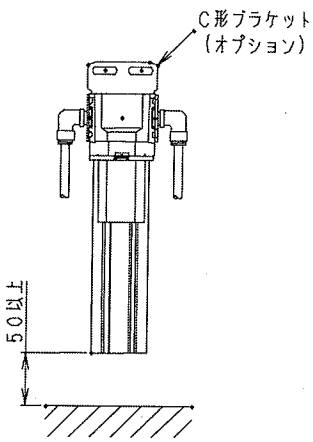

図 3
1) オプションの C 形ブラケットを使用することにより、本体をパネル等に直接取付けることができます。この場合は本体に C 形ブラケットを差し込んだあとで配管を行ってください。(図 3 参照)